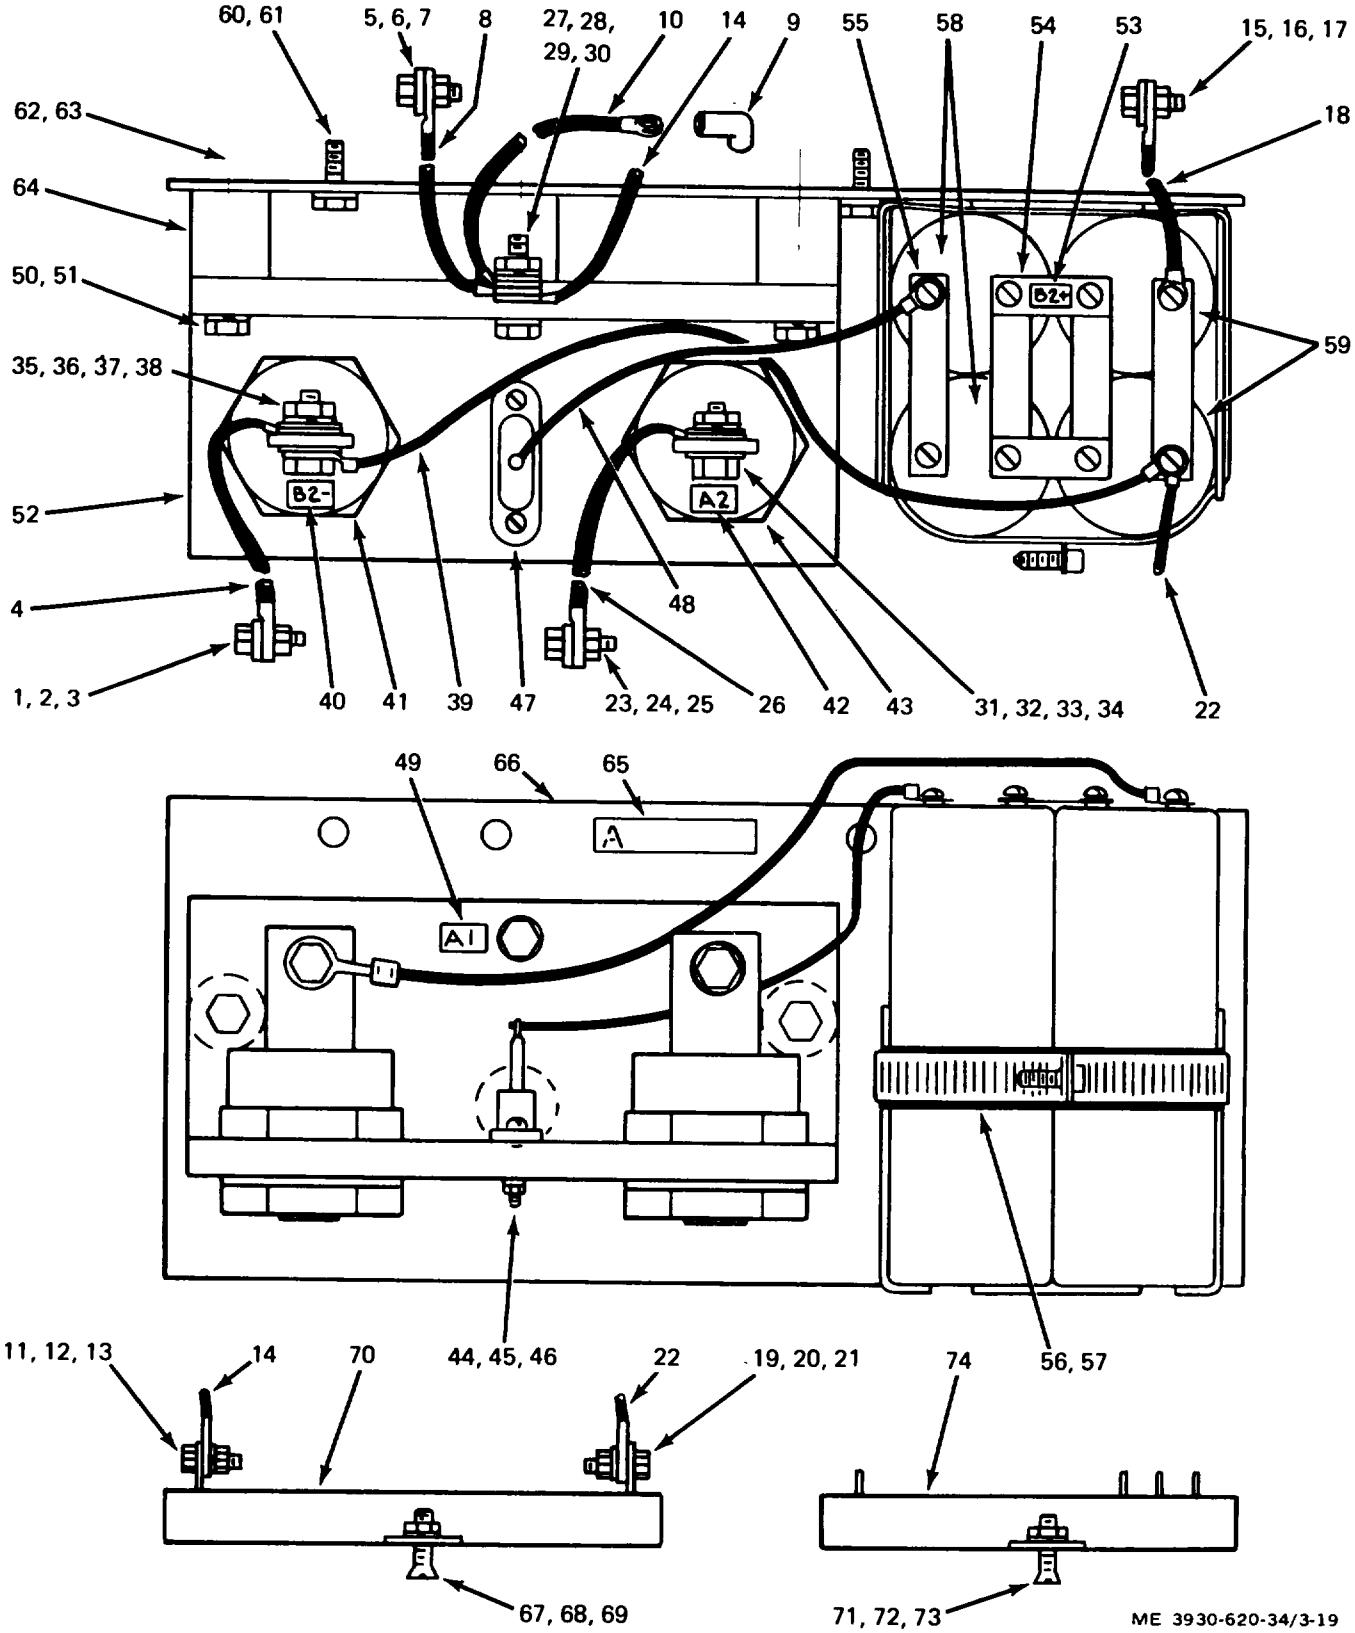

Figure 3-19. Capacitor and diode assembly with resistor assemblies.
(2) Check for any evidence of damage such as capacitor leakage, overheating, and arcing.
b. Test. Test the capacitor and diode assembly using an ohmmeter. Disconnect battery and discharge capacitors (para2-5I. Tag and disconnect all leads coming to terminals Al, A2, B2-, and B2+. (fig. 3-19.) Reconnect the leads after the test.
(1) Measure forward resistance of diode D 1 by connecting ohmmeter between terminals Al (-lead) and B2- (+lead). Note reading.
(2) Measure D1 backward resistance by reversing the connections. Backward-to-forward resistance ratio should be at least 10 to 1.
(3) Measure forward resistance of diode D2 by connecting ohmmeter between terminals Al (-lead) and A2 (+ lead). Note reading.
(4) Measure D2 backward resistance by reversing the connections. Backward-to-forward resistance ratio should be at least 10 to 1.
(5) Disconnect the D3 lead from the capacitors.
(6) Measure forward resistance of diode D3 by connecting ohmmeter between terminal Al (- lead) and the D3 lead (+ lead). Note reading.
KEY to fig 3-19:
(1) Tag and disconnect all leads coming to terminals Al, A2, B2-, and B2+.
(2) Remove the two screws (60) and lock washers (61)1.
d. Disassembly. Disassemble by following the sequence of figure 3-19.
(1) Visually inspect all parts for evidence of damage, including terminals and wire leads. Pay particular attention to the mating surfaces of the diode support (52, fig. 3-19) and diodes. Clean off the old silicone grease on these surfaces.
(2) Check capacitors for cracks and electrolyte leakage.
(3) Check wire leads for continuity using ohmmeter.
f. Reassembly. Reassemble in the reverse order of figure 3-19. Be sure that weatherstrip (57) is under adjustable metal clamp (561.
g. Installation. Install the capacitor and diode assembly using the two screws (60, fig. 3-19) and lock washer (61). Reconnect leads.